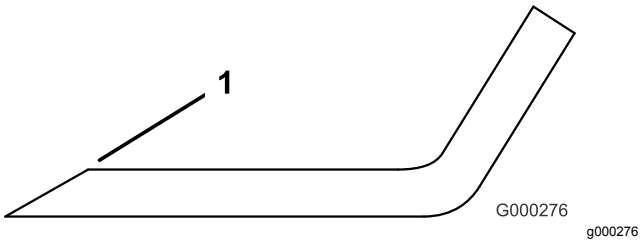

**Figur 79**
1. Anvend en fil til at slibe begge ender af skærekniven (Figur 79).